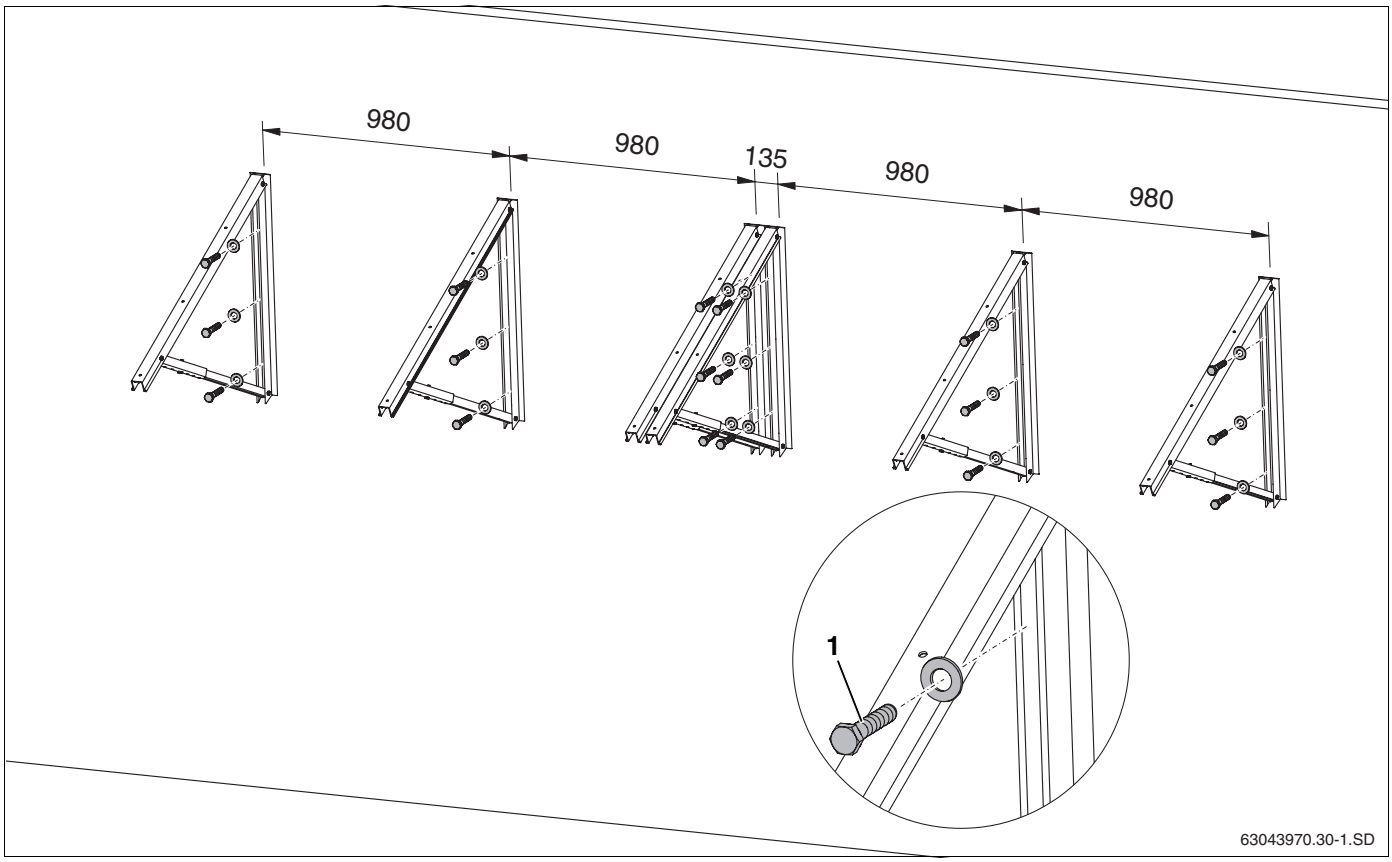

Abb. 30 Anbringung der Kollektorstützen an die Fassade für 2 Kollektoren (Angaben in mm)
- Jede Kollektorstütze mit 3 Schrauben (siehe Tab. 9, Abb. 30, **Pos. 1**) nebeneinander an der Fassade befestigen.